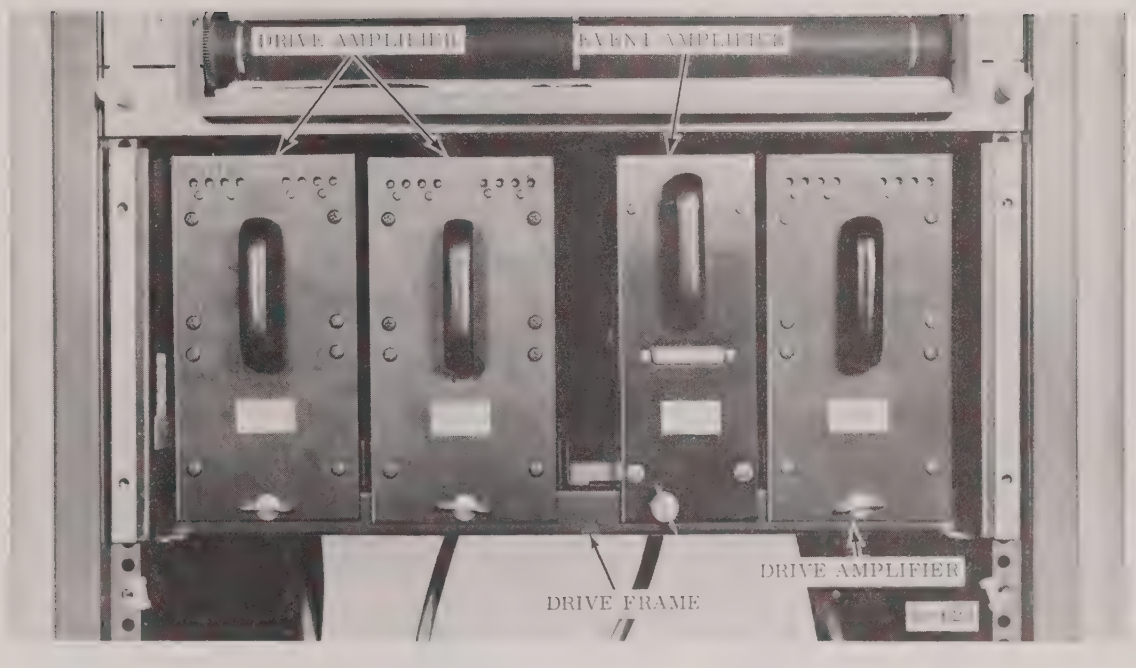

FIGURE 6-30 DRIVE AMPLIFIER COMBINATION–REFERENCE
3. Install drive amplifier in selected channel and lock in place with quarter-turn fastener (Fig. 6-30).
2. Signal input connections are made to the 25-pin connector at the front of the event amplifier (Fig. 6-30) using mating connector supplied with unit.